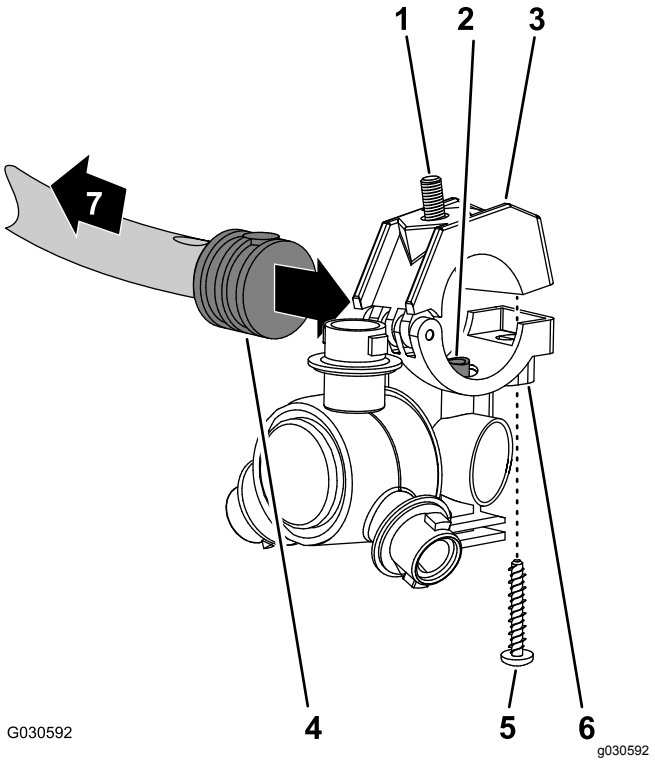

Figur 129
1. Innrett overføringsrøret i salen på en sprederdyse (Figur 129) med hullet på siden av slangeskaftet med mothake på én side (13 mm).
2. Lukk den øvre klemmehalvdelen rundt slangeskaftet med mothake og fest klemmehalvdelen og sprederdyseenheten (Figur 129) med skruen i rustfritt stål (nr. 12 x 1-1/4 tomme). Trekk til skruen i rustfritt stål til 14–18 N·m.